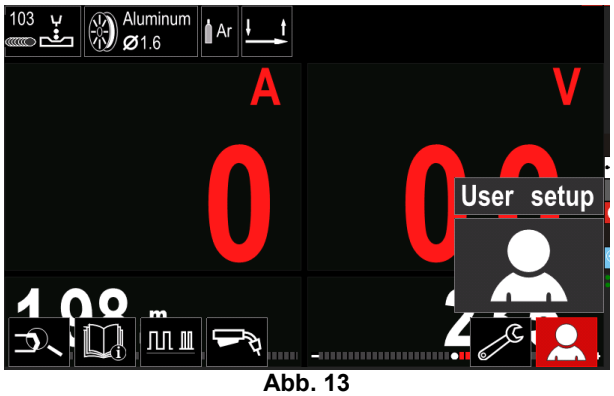

Abb. 13
- Gehen Sie in die Benutzereinrichtung (siehe Abb. 13).